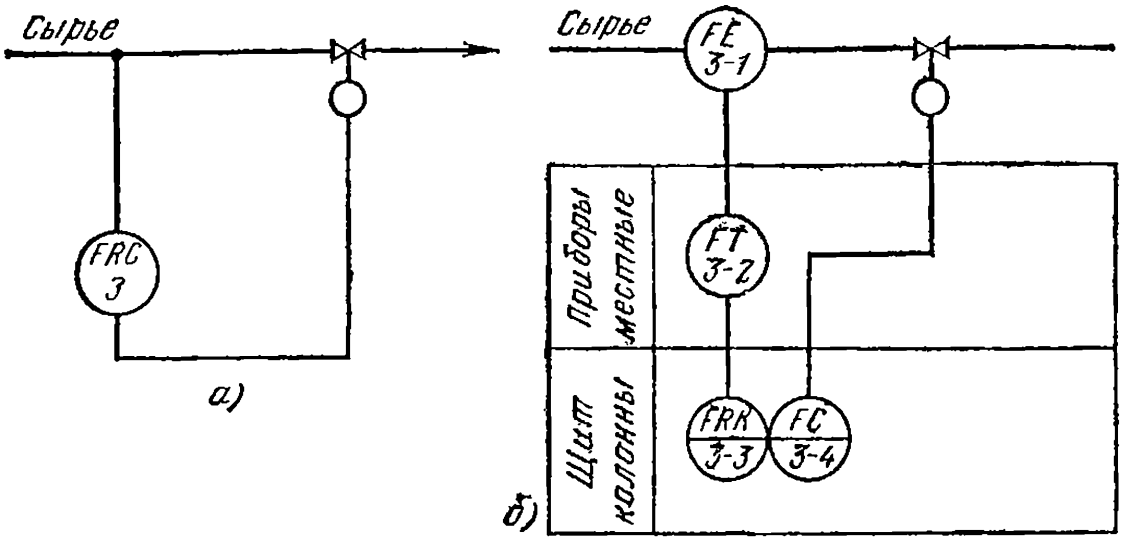

Рис. 5.2. Примеры изображения условных обозначений приборов и средств автоматизации упрощенным (*а*) и развернутым (*б*) способами
5.1. Какие функции выполняет комплект приборов, условное изображение которых показано на рис. 5.2, *а*?
5.2. Расшифруйте функциональное назначение всех приборов на рис. 5.2, *б*.